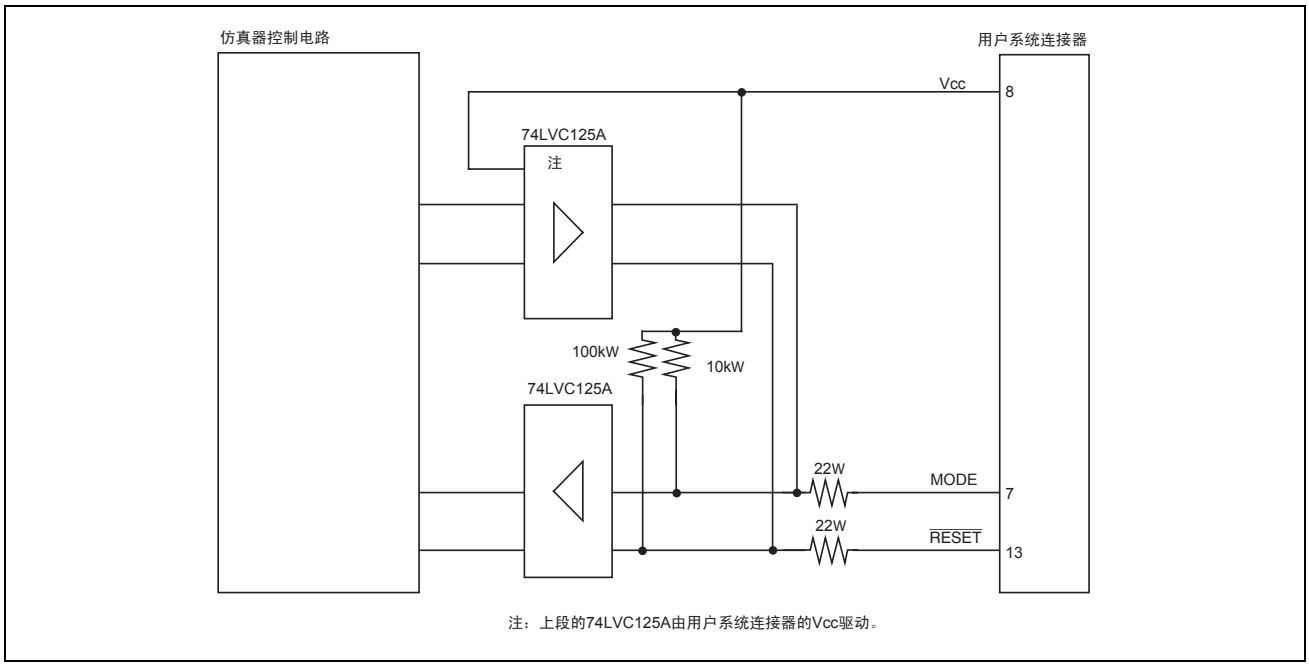

图 4.4　仿真器内的接口电路（参考）
7. 仿真器内的接口电路如图4.4所示。在决定上拉电阻值等时，请参考。